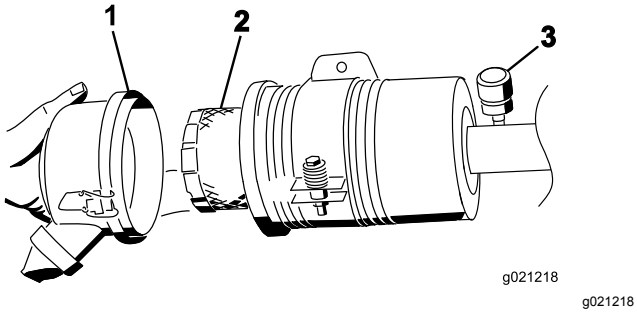

Figuur 81
5. Verwijder en vervang het filter (Figuur 81).